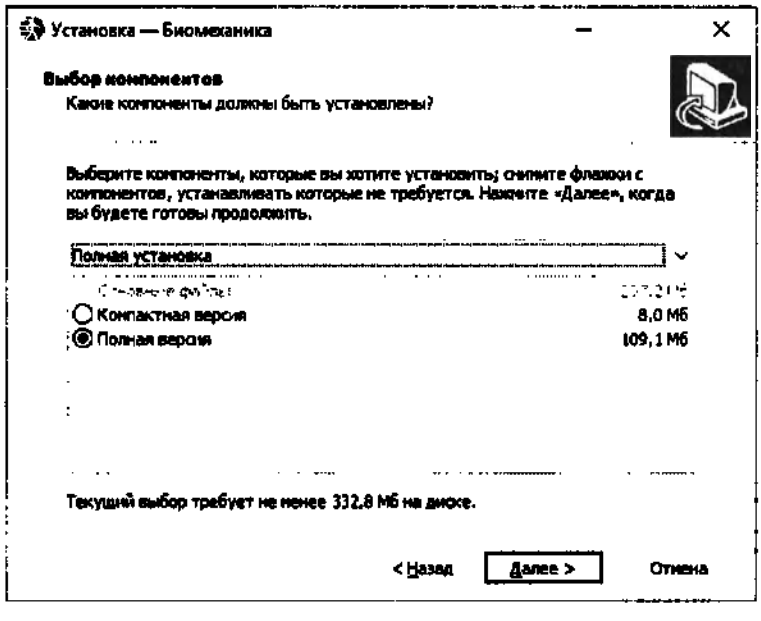

*Рис. 2.4. Окно выбора компонентов программы*
**Выберите полную или компактную версию программы (см. Рис. 2.4) и нажмите кнопку «Далее>».**